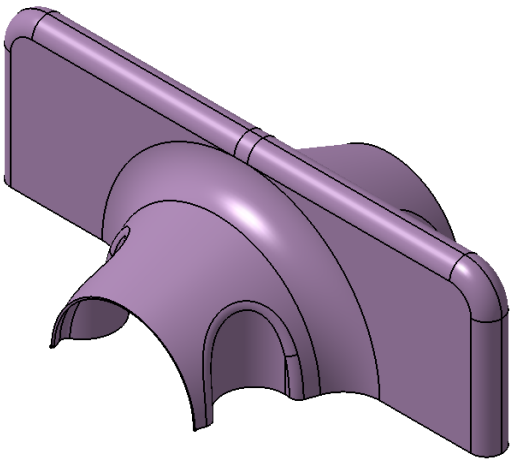
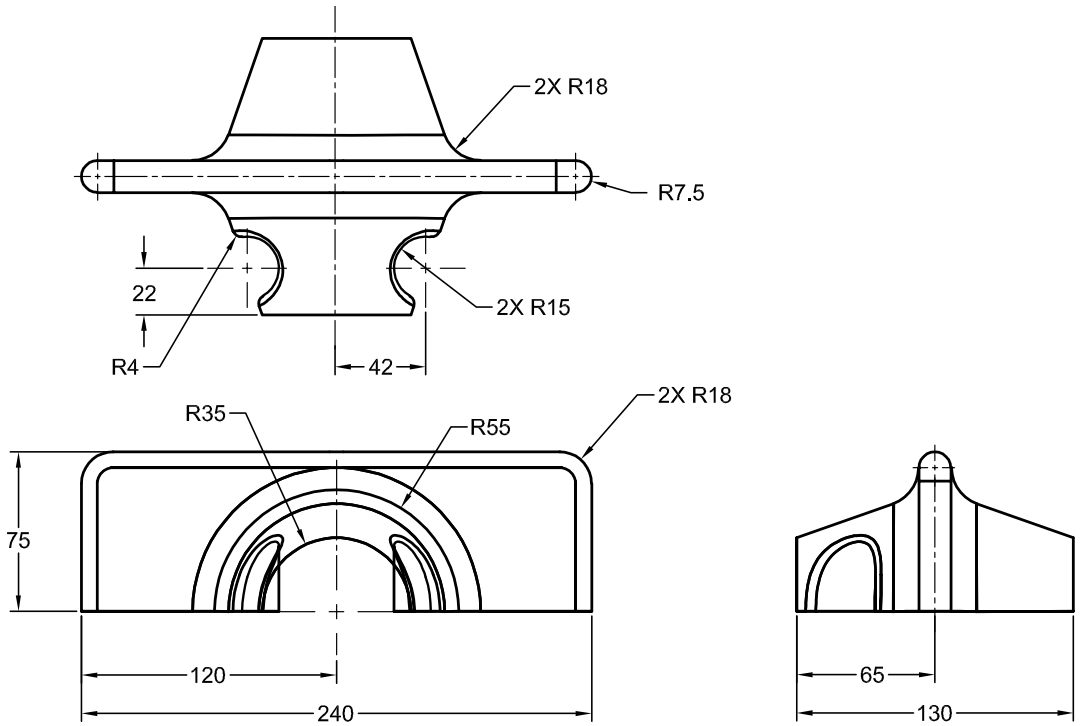
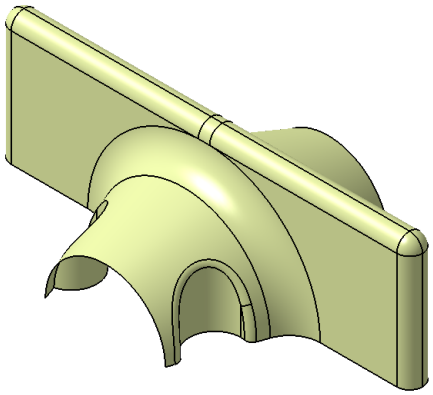

Figure 17-102 *Model for Tutorial 2*
Figure 17-103 *Top, front, and right side views of the surface model*
Figure 17-113 *The final surface model after applying fillet*
In this tutorial, you will create the model shown in Figure 17-102 in the **Generative Shape Design** workbench. Its orthographic views are shown in Figure 17-103.
1. Create a sketch on the front face of the extruded surface and a second sketch on an offset plane created at an offset distance of 65 mm from the front plane. Refer to Figure 17-103 for dimensions.
1. Select xy plane and draw the sketch for the extruded surface. For dimensions, refer to Figure 17-103.
2. Select the edges of the surface model and apply fillet to the selected edges, for dimensions refer to Figure 17-103. The model after applying fillet to the selected edges is shown in Figure 17-113.